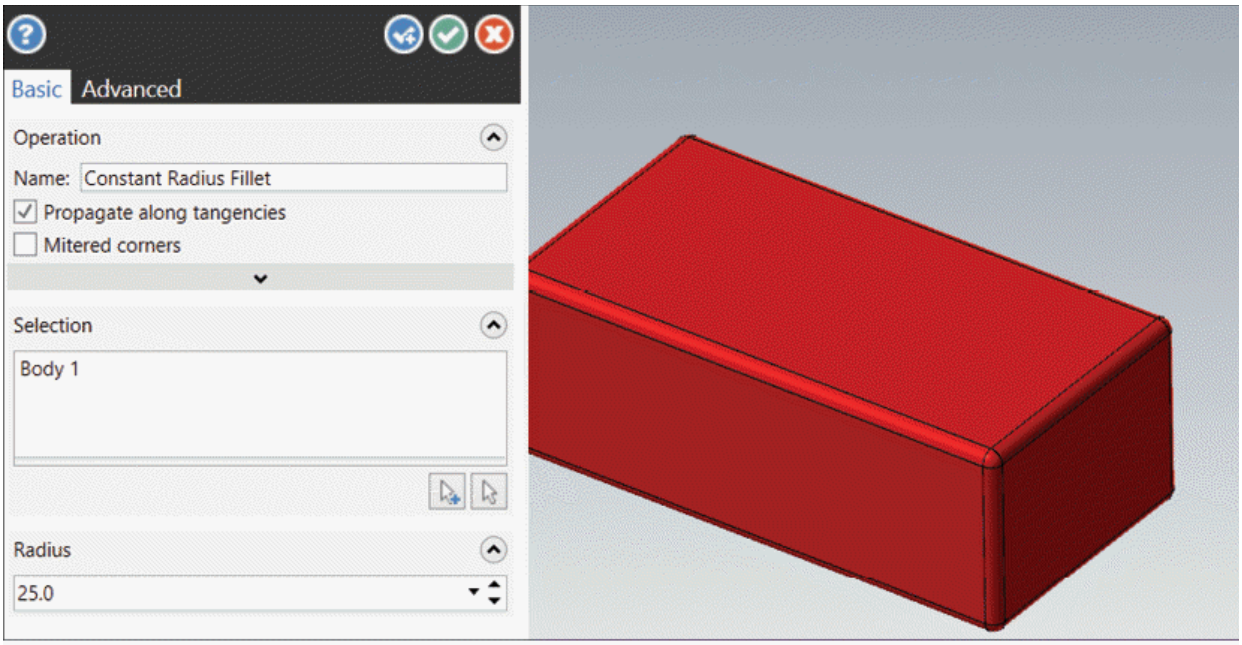

Figure-48. Preview of fillet
- Select desired faces, edges, or bodies to which you want to apply fillet and click on the **OK** button from the **Solid Selection** dialog box. Preview of fillet will be displayed; refer to Figure-48.